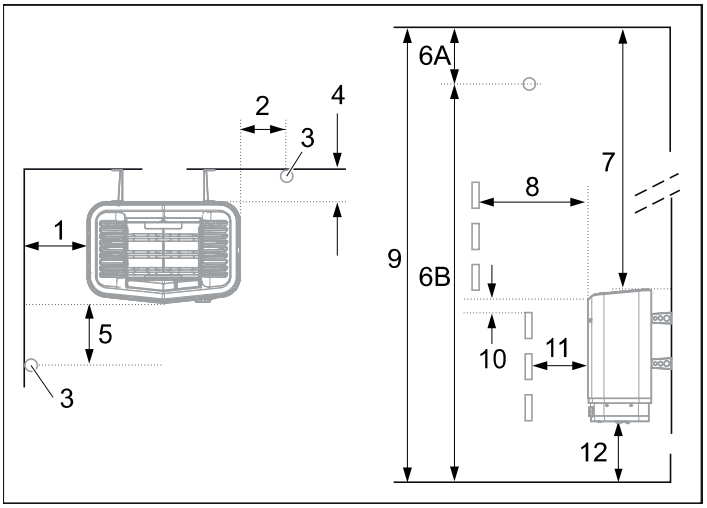

Abbildung 5: Positionierung der Heizung - normale Installation
- Positionieren Sie die Heizung in sicherem Abstand zum Boden, zu den Seitenwänden und zu Innenrauminstallationen (siehe Abbildung 5).
Positionieren Sie den Sensor, wie im Bild gezeigt (siehe Abbildung 5).